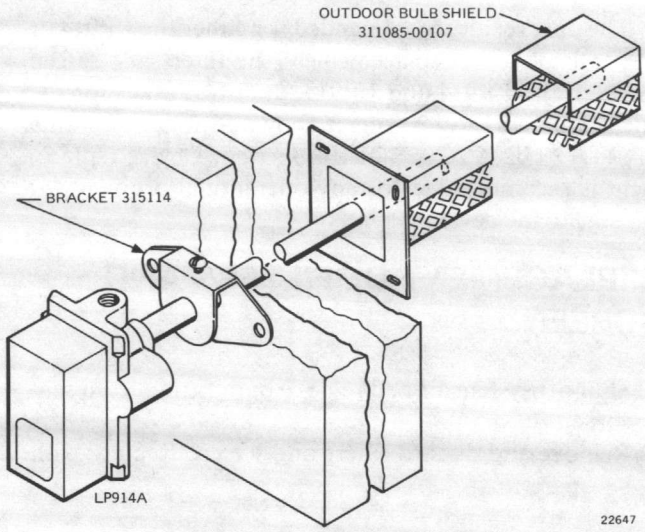

Fig. 5. Outdoor Bulb Shield and Bracket for Wall-Mounted LP914A.
4. Outdoor Bulb Shield 311085-00107 — wall-mounted LP914A (Fig. 5).
5. Bracket 315114 — wall-mounted LP914A (Fig. 5).